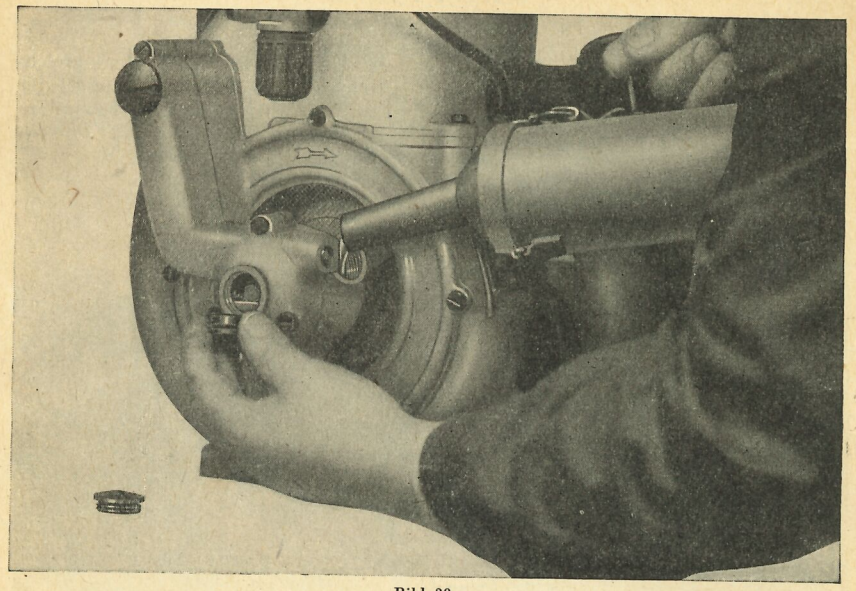

Bild 28
4. **Drehzahlregler** (Bild 28)